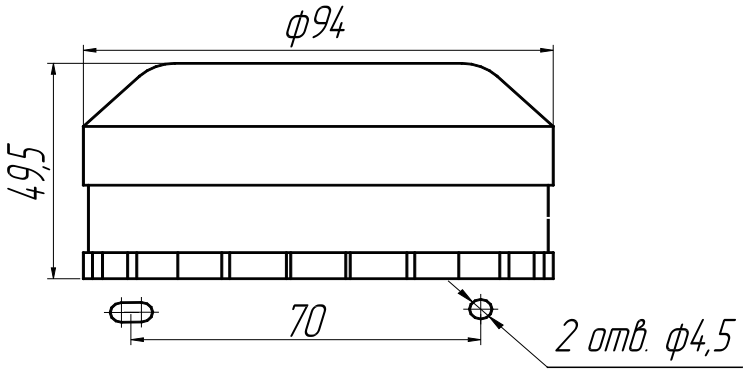

Рисунок 1 - Габаритные и установочные размеры извещателя
2.13 Габаритные и установочные размеры извещателя приведены на рис. 1.